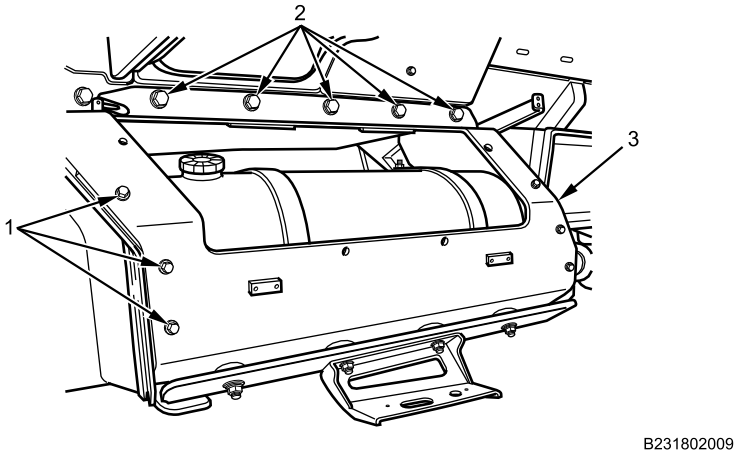

Figure 2. Fuel Tank Cover Plate.
3. Remove eight bolts (Figure 2, Item 1 and 2) and washers from fuel tank cover plate (Figure 2, Item 3).